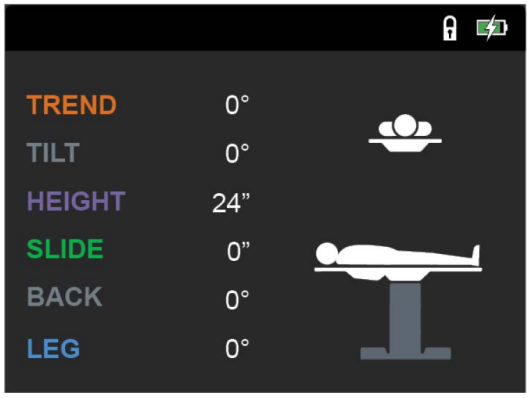

Figura 4-15. Control manual, pantalla LCD
1. Con el control manual, nivele la sección de piernas (sitúela en horizontal) pulsando el botón **LEVEL** (Nivelar) del control manual (consulte *Figura 4-15*).